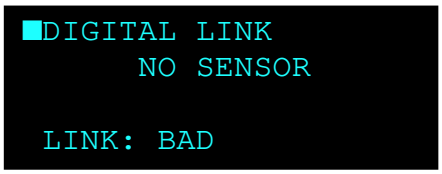

Figure 4-25 The BC 1060 Digital Link Screen
The BC 1060 can log and record wind speed (WS), wind direction (WD) and relative humidity (RH) using an optional digital WS/WD/RH sensor, such as the AIO 2 or the MSO. This screen is used to verify communications with the sensor. If no sensor is connected, or if the link to the sensor is not properly established, the status will indicate BAD, as shown in Figure 4-25.